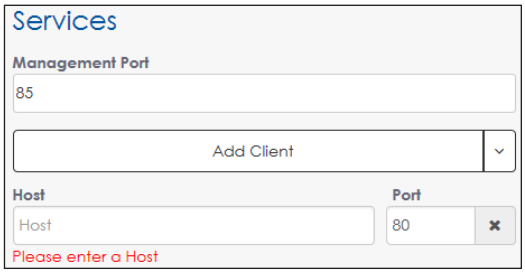

Figure 51: *Services - Custom*
- **Custom:** Use this option to configure the processor to communicate with any software program not listed in the drop-down list. When this is chosen, the **Host** field is blank and the **Port** field is **80** by default. Refer to **Figure 51**.